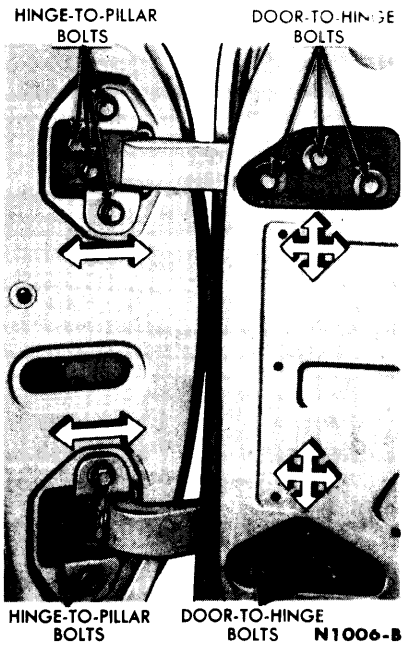

FIG. 1—Door Hinges
2. Slide the door off the hinges If a hinge is damaged, remove the 4 hinge pillar bolts, and replace the hinge (Fig. 1).
The door hinges provide sufficient adjustment latitude to correct most misalignment conditions. The elongated holes where the hinges attach to the pillars provide in-and-out movement of the front door to obtain flush fits with the front fenders (Fig. 1).
The bolt holes where the doors attach to the hinges are enlarged. This permits a circular movement of the front door to obtain proper spacing all around the door (Fig. 1).
1. Consult Fig. 1 to determine which hinge bolts must be loosened to move the door in the desired direction.